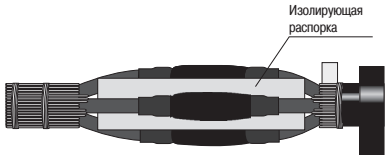

Рисунок 10
4.18 Вставить между жилами кабелей изолирующую распорку симметрично относительно центра муфты (рисунок 10). Сжать вместе жилы кабелей, расположив их как можно ближе друг к другу.